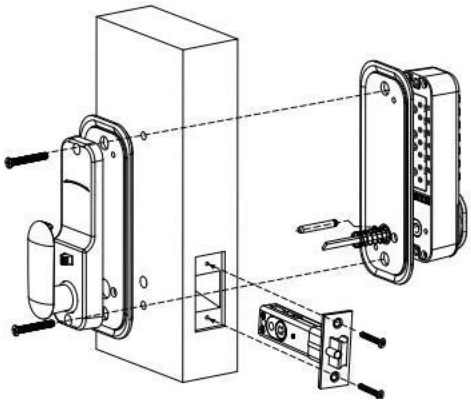

FIG8A
4)35~42mm thick door installation,of the front panel lock,and insert the other end into the circular hole of the rear panel lock.After installation, use the accompanying rubber gasket and mounting screws.(as Fig 8A)